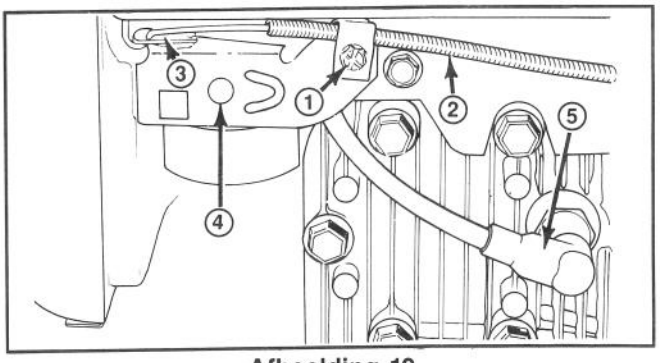
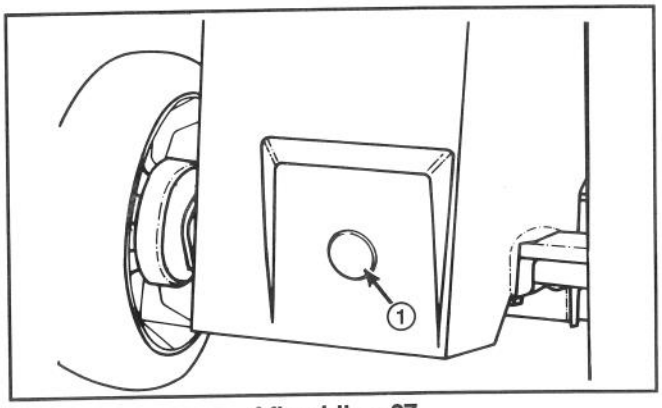

Afbeelding 19
Afbeelding 27
1. Zet de motor af en trek de draad van bougie (Afb. 19).
3. Maak de kabelklemschroef los, totdat de gaskabel heen en weer geschoven kan worden (Afb. 19). Breng de gasklephendel en de gasklepbeugel in één lijn met behulp van een pen met een doorsnede van 3 mm. Draai de kabelklemschroef weer vast.
1. Zet de motor af en trek de draad van de bougie (Afb. 19).
3. Zet de maaier op de hoogste maaistand (E).
4. Verwijder de plastic dop van het vulpunt aan de achterkant van de maaier (Afb. 27).